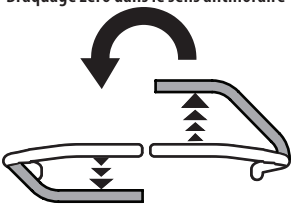

Fig. 28
3. Pour tourner dans le sens antihoraire, déplacez le levier de contrôle droite de la barre abdominale vers l'avant tout en déplaçant simultanément le levier de contrôle de la barre abdominale gauche vers l'arrière (Fig. 28).